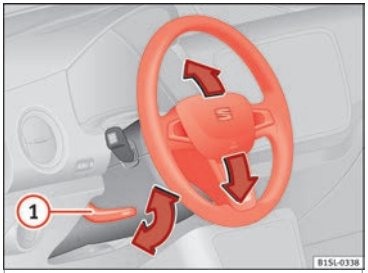

Fig. 17 Mechanical steering wheel adjustment
- Push the lever ››› **Fig. 17** (1) downwards.